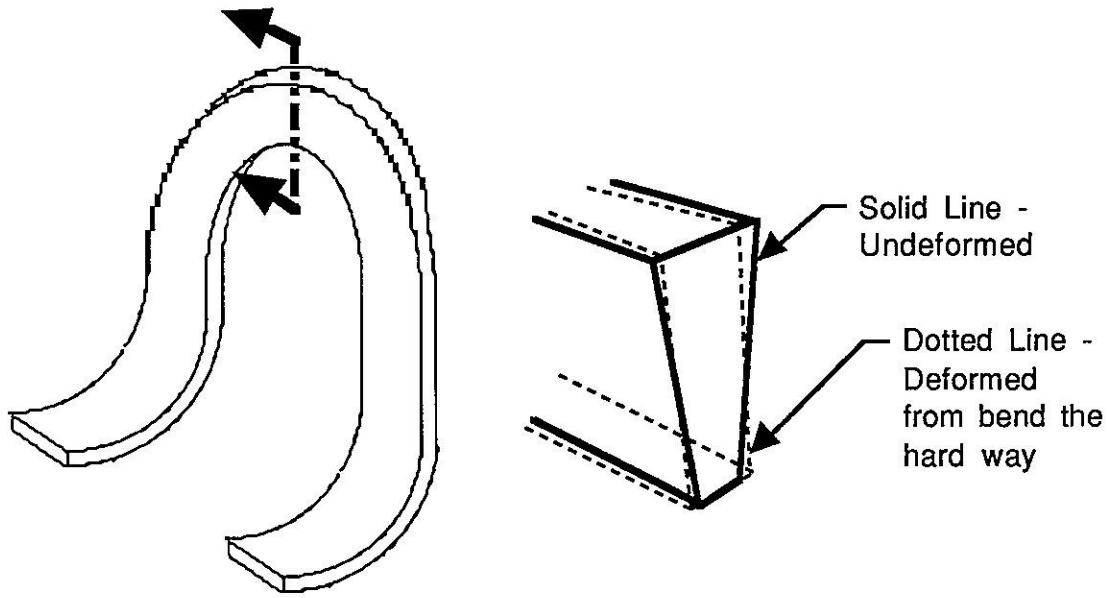

Figure 4.
a.) The cable becomes "unkeystoned" due to the bend the hard way. As a cable is bent the hard way, the top (thick) edge becomes thinner while the bottom (thin) edge becomes thicker as shown in Figure 4. This is the most pronounced effect.